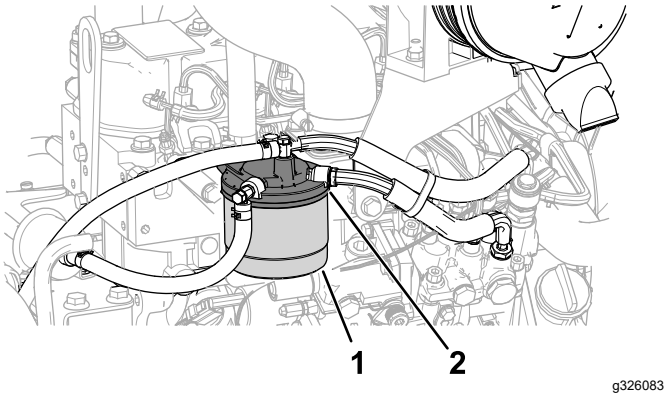

Figuur 60
1. Maak de omgeving van de kop van het brandstoffilter schoon (Figuur 60).
2. Verwijder het filter en reinig het filterkopplaatsingsoppervlak (Figuur 60).